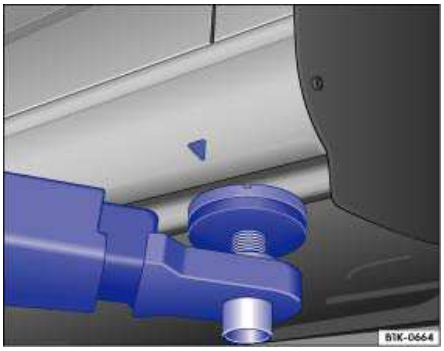
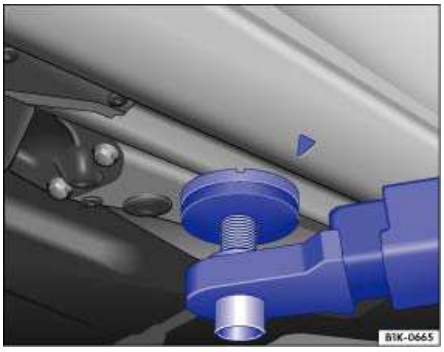

**Fig. 172** Front lift point for workshop hoist or floor jack.
**Fig. 173** Rear lift point for workshop hoist or floor jack.
The vehicle may only be raised at the lift points shown in illustrations ⇒fig. 172 and ⇒fig. 173. If the vehicle is lifted at different points, vehicle damage ⇒ⓘ and serious injuries may occur ⇒⚠.
**⇒fig. 172 and ⇒fig. 173. Not using the designated lift points can cause the vehicle to fall off the floor jack when heavy parts such as the engine or transmission are removed.**